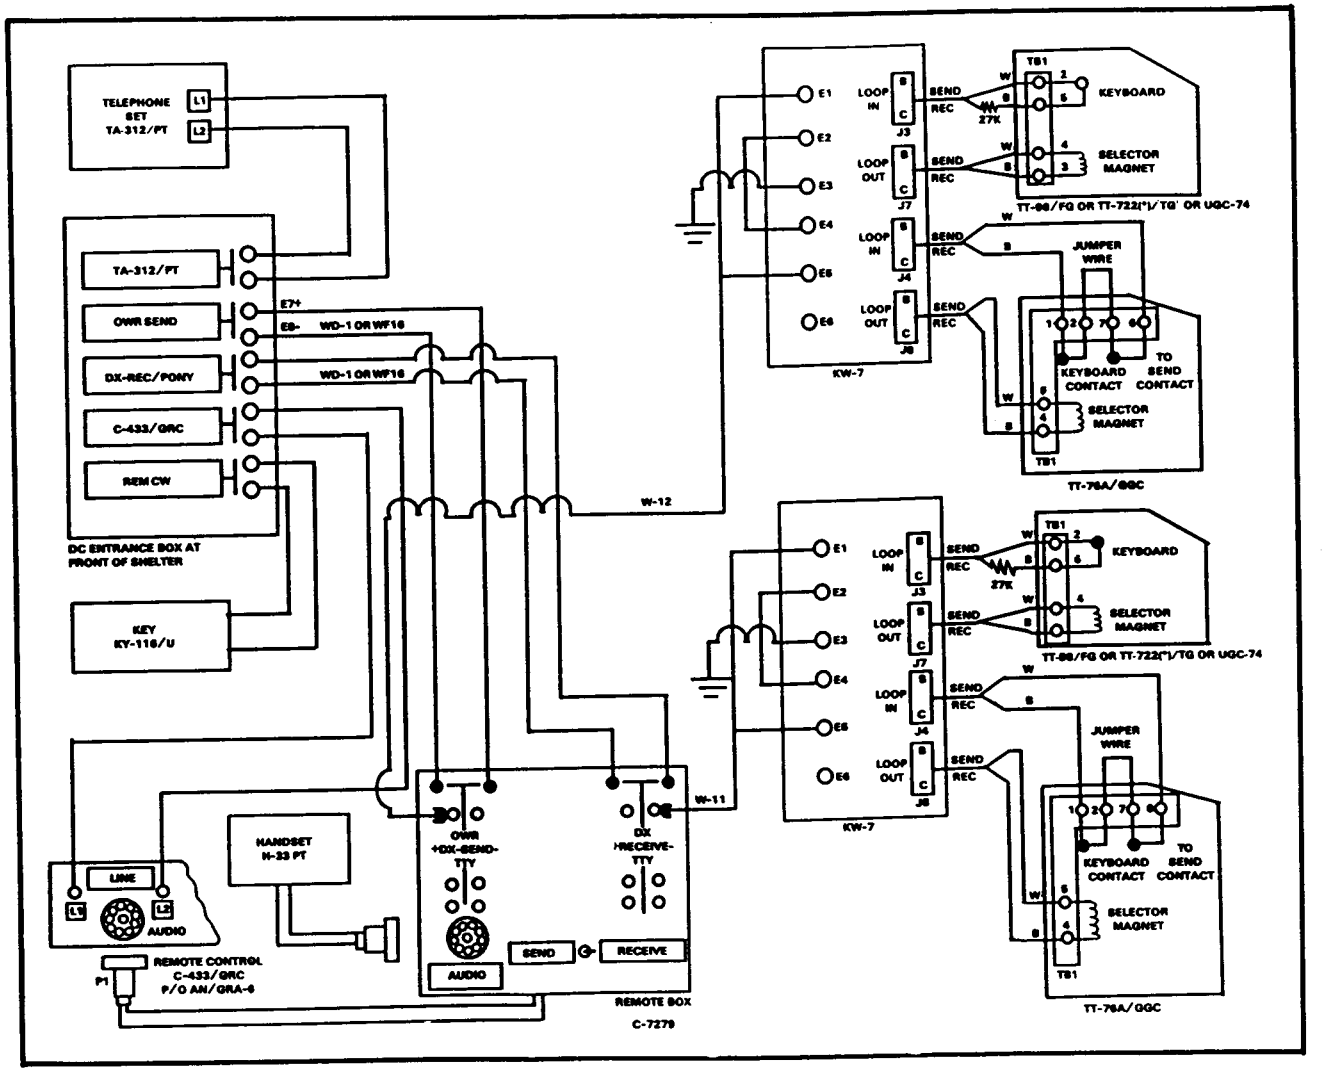

Figure 1-6. Wiring diagram for secure remote operation of Radio Teletypewriter Set AN/GRC-122 in full duplex.
Step 3. Check for defective remote box TTY.	If remote box or remote TTY is defective, refer to a higher level of maintenance. (See Figures 1-6, 1-7, 1-8, 1-9, 1-10 and 1-11.)